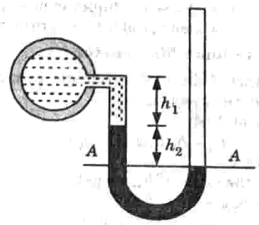

Fig. 1.19.3.
1. For measuring vacuum pressure, the level of the heavy liquid in the manometer is shown in Fig. 1.19.3.